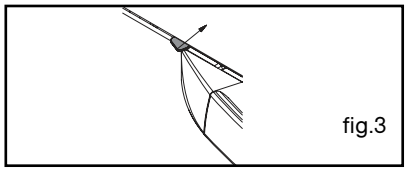

fig.3
-Åbn lågen, og tryk på anordningen på panelet (fig.3).